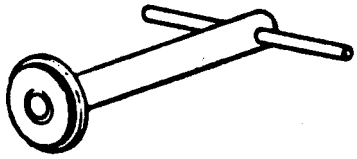

Figure 16. 6796569 Turbine Rotor Axial Movement Positioning Wrench
a. Use 6796569 positioning wrench, to pull rotor to maximum rearward position as determined by a firm contact with stator vanes. (See figure 16). (QA)